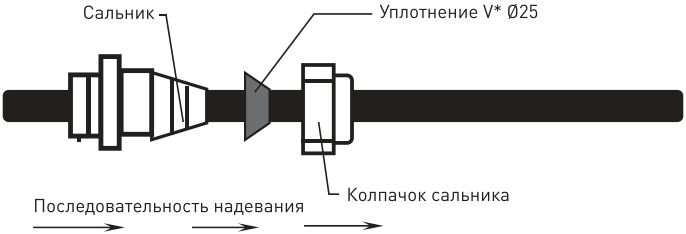

Рисунок 4
5.1. Подготовить сальник соединительной коробки к монтажу. Если он закручен в коробку – выкрутить его и разделить колпачок сальника и сам сальник. Последовательно надеть на кабель колпачок сальника М25, уплотнение V* Ø25 и сальник М25 (см. рис.4)